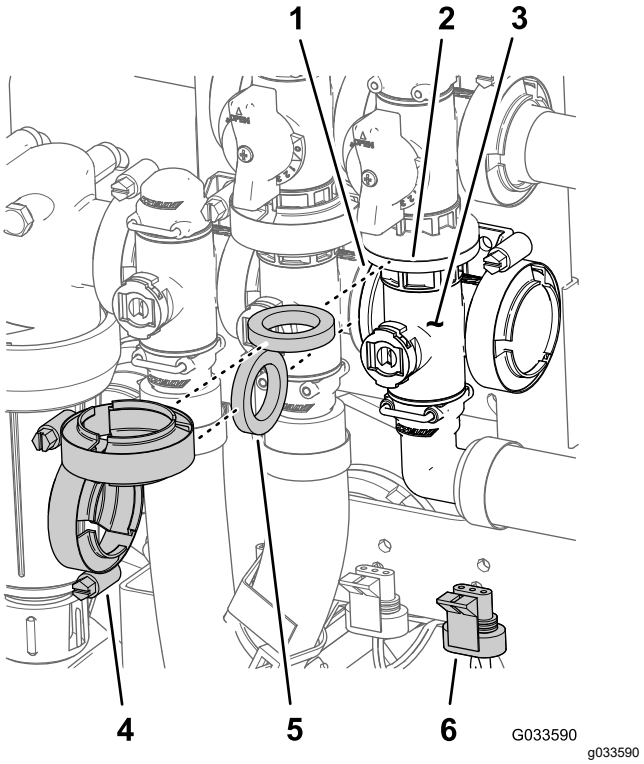

Figure 131
1. Align the flange of the master-boom-valve manifold, a gasket, and the flange of the master-boom bypass valve (Figure 131).
2. Assemble the master-boom valve manifold, gasket, and master-boom bypass valve with a flange clamp tightened hand tight (Figure 131).
3. Align the flange of the master-boom-valve manifold, a gasket, and the agitation-valve manifold (Figure 131).
4. Assemble the master-boom-valve manifold, gasket, and agitation-valve manifold with a flange clamp and tighten by hand (Figure 131)
7. Assemble the agitation valve to the valve mount with the flanged-head bolt and flanged locknut (Figure 131) that you removed in step 3 of Removing the Master Boom Manifold Valve (page 81), and torque the nut and bolt to 10 to 12 N·m (90 to 110 in-lb).